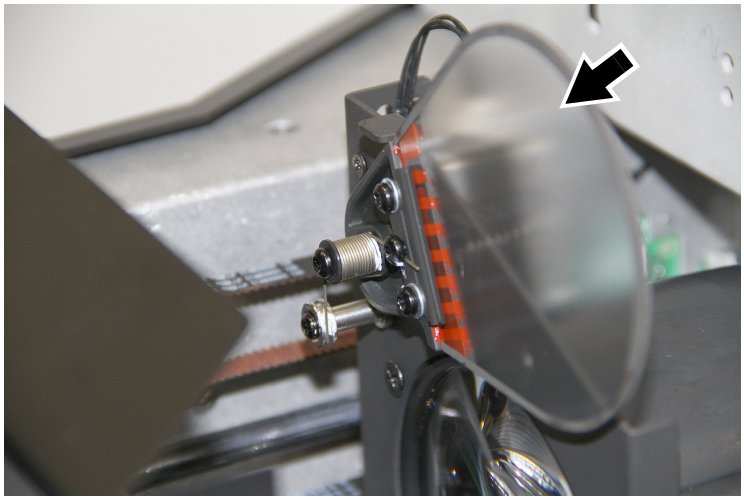

Figure 26: Filtre de Frost
3. Déplacez le zoom vers l'avant de la tête pour faciliter l'accès au filtre de frost (voir Figure 26). Si vous laissez la tête basculée vers le bas, la pesanteur maintiendra le zoom en butée à l'opposé du frost.